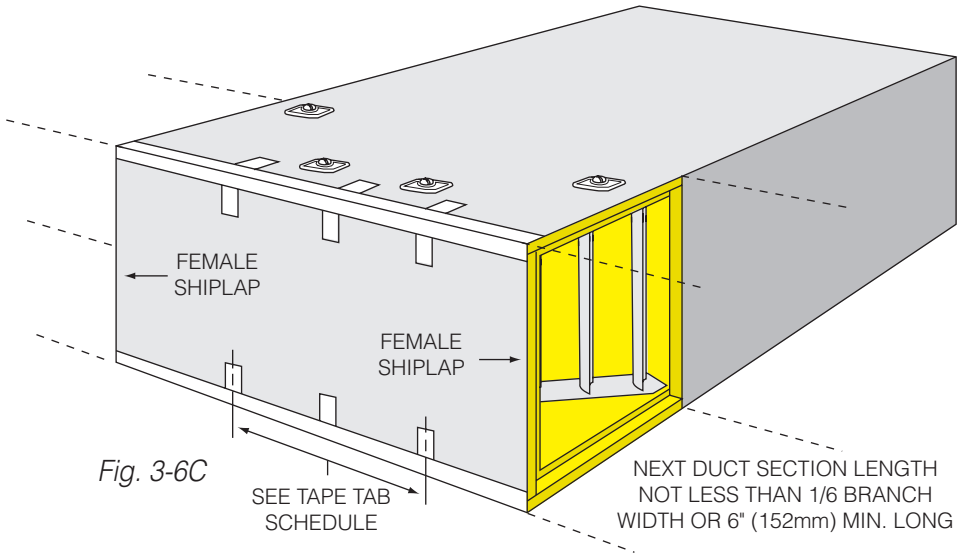

Fig. 3-6C
4. Fabricate end cap with two female shiplaps to close fitting (Fig. 3-6C). Apply tape tabs per Tape Tab Schedule, Page 3-1.
5. Apply closure to circumferential joints (Fig. 3-6C). See Section IV, CLOSURE.